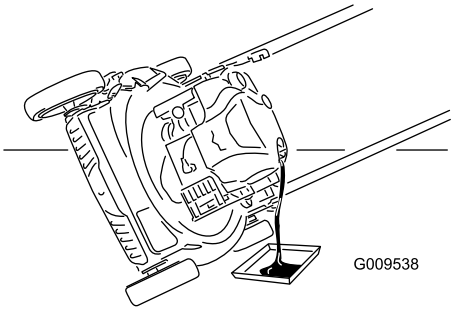

Figura 23
7. Inclinate la macchina sul fianco, con il tubo di riempimento dell'olio in basso, per vuotare l'olio usato attraverso il tubo di riempimento in una bacinella di spurgo (Figura 23).